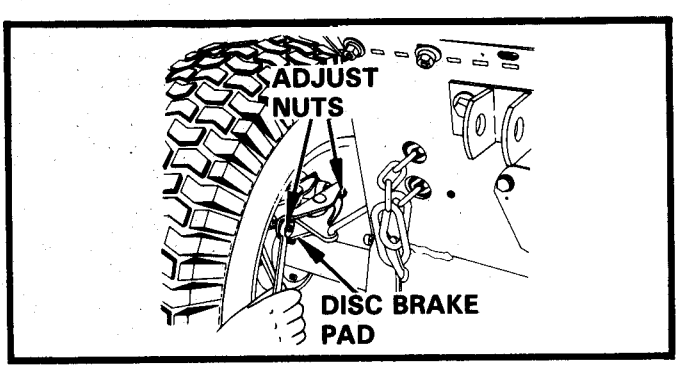

FIGURE 21
BRAKE ADJUSTMENT — FIGURE 21
2. Tighten the two hex nuts on one disc brake pad assembly to adjust the brakes. See Figure 21. Adjust the two nuts evenly, while rocking the wheel back and forth gently until the brakes just start to drag. From that point, back each nut off 1/8 turn.